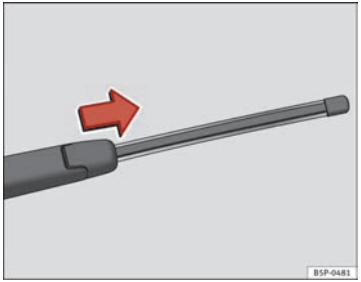

Fig. 172 Removing the rear window wiper blade
– Lift the wiper arm away from the glass ⇒ Fig. 172
– Slide the blade adapter in the direction of the arrow and remove the blade ⇒ Fig. 172.